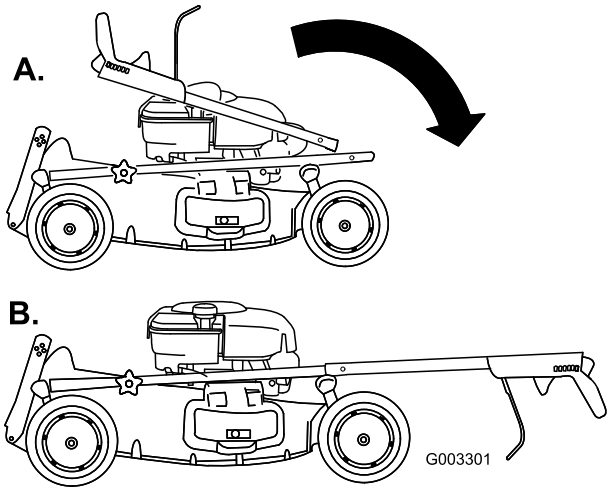

**Figuur 3**
2. Beweeg het bovenste deel van de handgreep voorzichtig naar voren en plaats de uiteinden op het onderste deel van de handgreep zodat beide delen in een lijn staan en in elkaar vallen (Figuur 3).